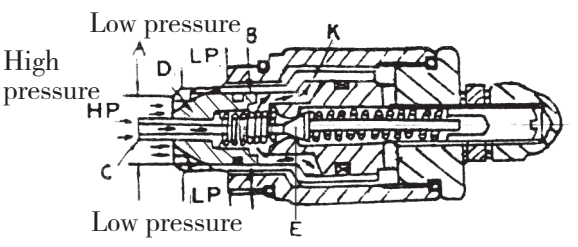

Fig.7.5
(1) The relief valve is mounted between the cylinder port "HP" and the low-pressure passage "LP",The oil flows through the poppet "C" and affects the two areas "A" and "B" differently in diameter,so that the check valve poppet "K" and the relief valve poppet "D" are securely seated.(See Fig.7.5)